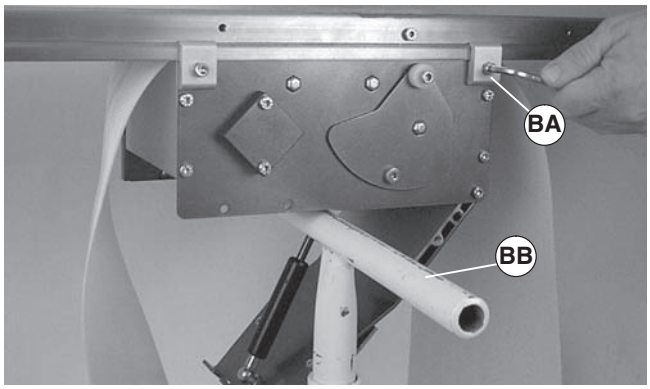

Figure 30
Before loosening clamps (Figure 30, item BA), provide a support (BB) under center drive module.
1. Loosen clamp screw (Figure 30, item BA) in each corner of module.
5. Install center drive module onto conveyor and secure with clamp and clamp screw (Figure 30, item BA) in each corner. Tighten screws to 80 in-lb (9 Nm).